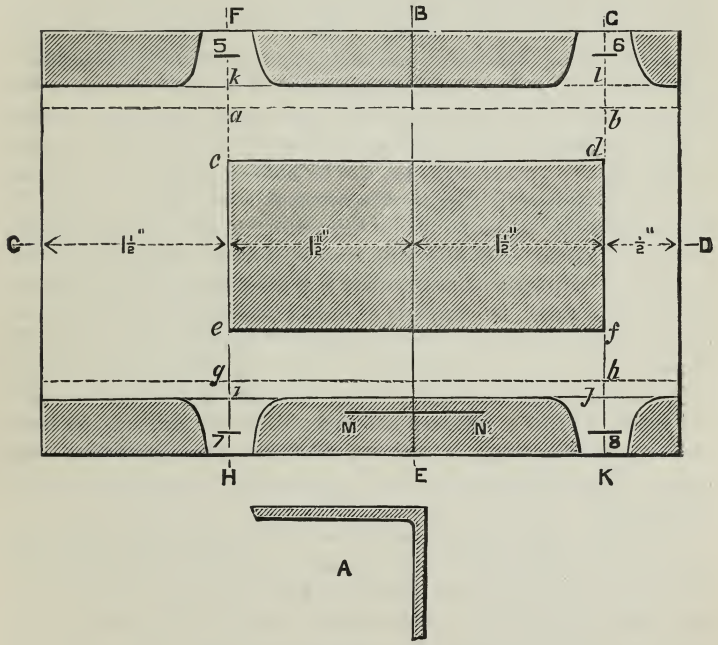

Fig. 108.—Framing (A) and Plate.
boiler and side and front frames in a single casting. It is generally possible with a little contrivance to find a homely substitute for this part, but castings are cheap. If a sheet of brass can be obtained $\frac{1}{16}$in. thick, you may build up a very good frame by bending down the two sides so as to form the side frames, like Fig. 108 (A). But to bend brass you have to anneal it by heating it red hot and then letting it cool slowly. You must not think you can bend it while red hot, as you would do if it
The flat plate, before being thus bent, will have the form of Fig. 108. The shaded part is that to be cut away, the white part being the plate that will ultimately remain. Take the plate you design to use, and hammer it on an anvil all over, rendering it as flat as possible, and then file or grind it to a true surface. You need only put a finish on the upper side of it. Now draw your centre lines exactly at right angles to each other, C D, B E. You will notice that B E is not in the actual centre line—*i.e.*, not equi-distant from both ends—but this is because you have to leave an extra length at the tender end to form the footplate for the engine driver to stand on, and for another reason, to be pointed out by-and-by, and B E is more convenient where placed, *i.e.*, as the centre line of the remainder of the bed plate. If the whole plate is 5in. long, you must not have less than 1½in. of it for the footplate, and then it will divide as shown, the centre line B E being 3in. from one end and 2in. from the other. On each side of these primary lines we have to draw others as shown, *i j* and *k l* for the edges of the sides, forming the side frames; *a b*, *g h*, are the lines to show where the plate is to be sharply bent down to form these sides, *c d*, *e f*, the sides of the hole to receive the boiler; F H, G K will form the ends of this hole, and also the centre lines of the wheel boxes to take the axles, this being for a four wheel engine. These lines will fall half way between 1 and 2, and 3 and 4 respectively.